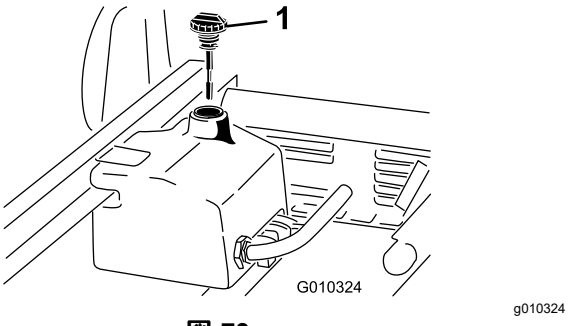

**図 73**
4. 油圧オイルタンクの注油口周辺をきれいに拭き、キ ャップを外す図 73。
6. 補給口の首からディップスティック図 73を抜き、ウェスできれいに拭う。